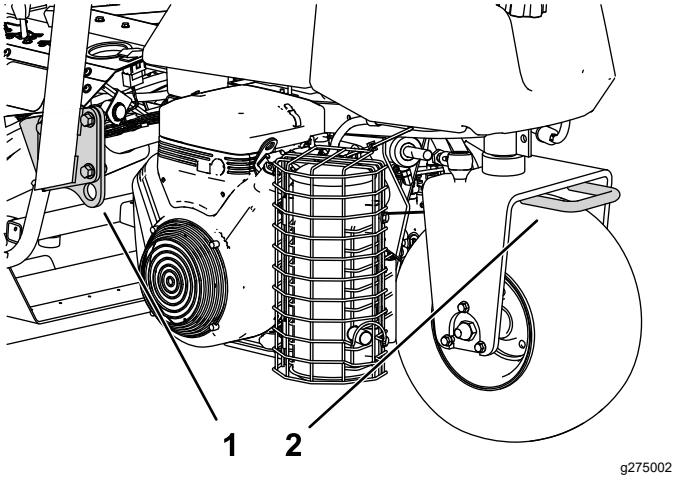

Rysunek 25
- Bezpiecznie przywiąż maszynę za pomocą pasów, łańcuchów, kabli lub lin. Zarówno przednie, jak i tylne pasy powinny być skierowane w dół i na zewnątrz od maszyny (Rysunek 25).